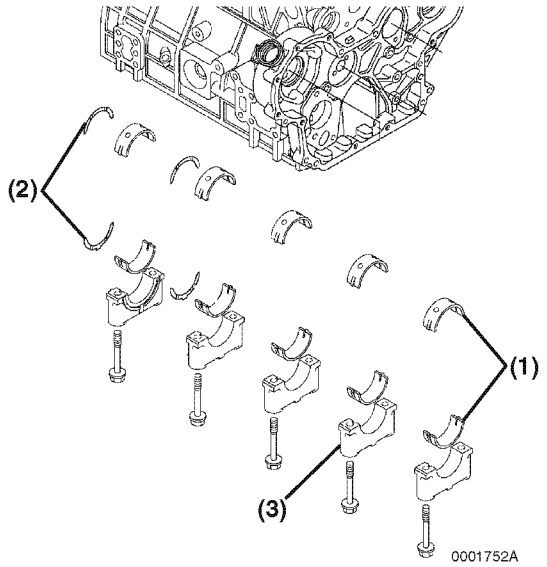

Figure 6-138
2. Reinstall new bearing inserts **(Figure 6-138, (1))** and thrust bearing **(Figure 6-138, (2))** in the cylinder block and main bearing caps. Apply a liberal coat of clean engine oil to the bearings and crankshaft journals.
4. Reinstall the main bearing caps **(Figure 6-138, (3))**.